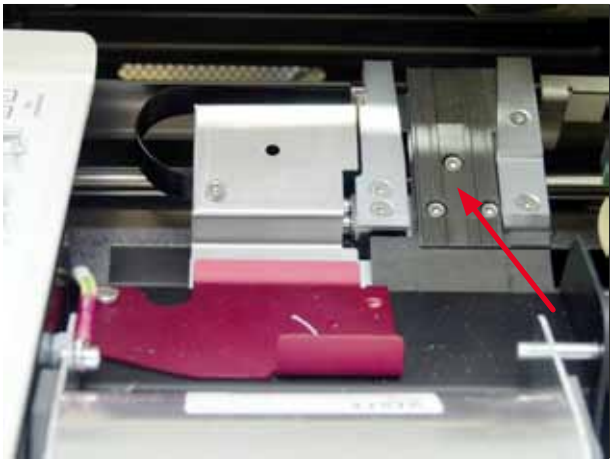

Fig. 49
- Estación de transporte (→ "Fig. 49")
- Cierre la tapa después de limpiar y antes de utilizar el equipo (→ "Fig. 49").